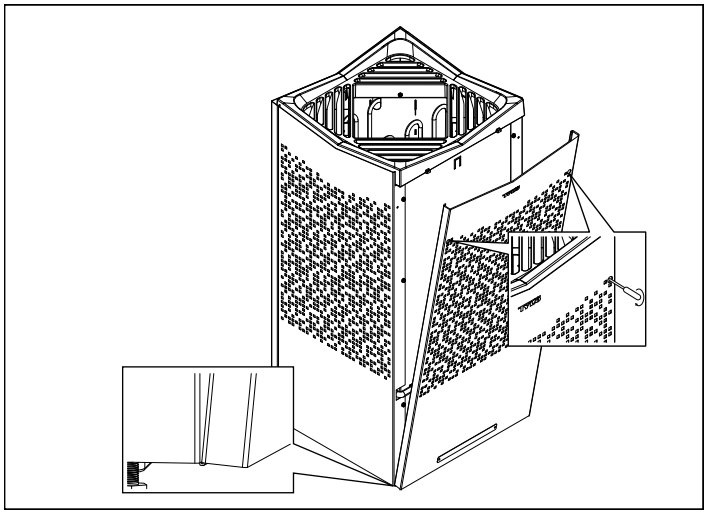

Abbildung 10: Einhaken und Festschrauben der Vorder- und Rückwandelemente
7. Hängen Sie die Vorderwandelemente wieder ein und ziehen Sie die Schrauben fest (siehe Abbildung 10).